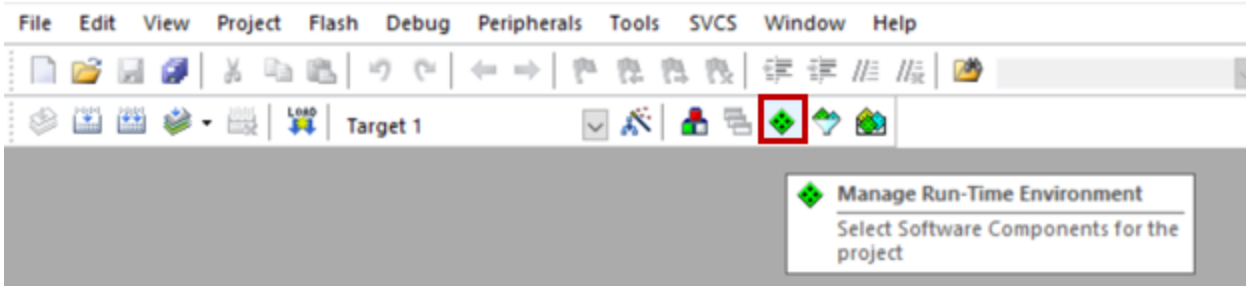

Figure 51. Keil's Mange Run-Time Environment Icon
1. To open component-specific documentation in Keil µVision, you first need to click on the **Manage Run-Time Environment** icon (see the "Keil's Mange Run-Time Environment Icon" figure (Figure 51)).